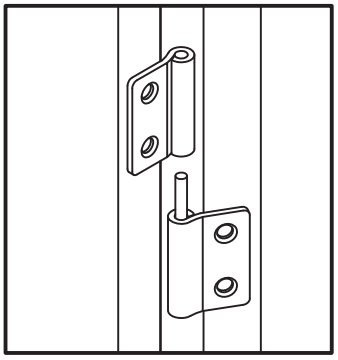

*Figure 4*
Attach Doors (M) and (N) to the side panels, by sliding the door lift hinges into the side panel lift hinges. (see Figure 4)